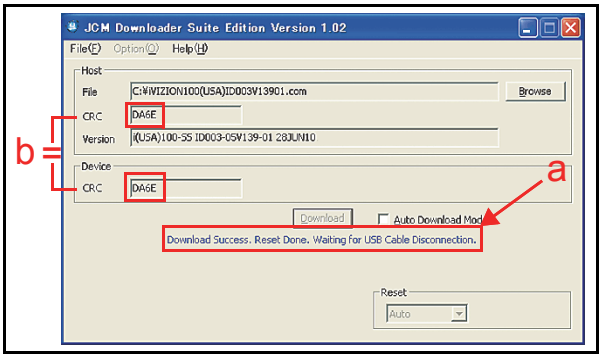

Figure 6-22 Download Completed Screen 1
11. When the download is complete, the "Download Success. Reset Done. Waiting for USB Cable Disconnection." Blue Text Line will appear (See Figure 6-22 a).
12. Confirm that the Host's Checksum and the Device Checksum's identically match each other (See Figure 6-22 b).